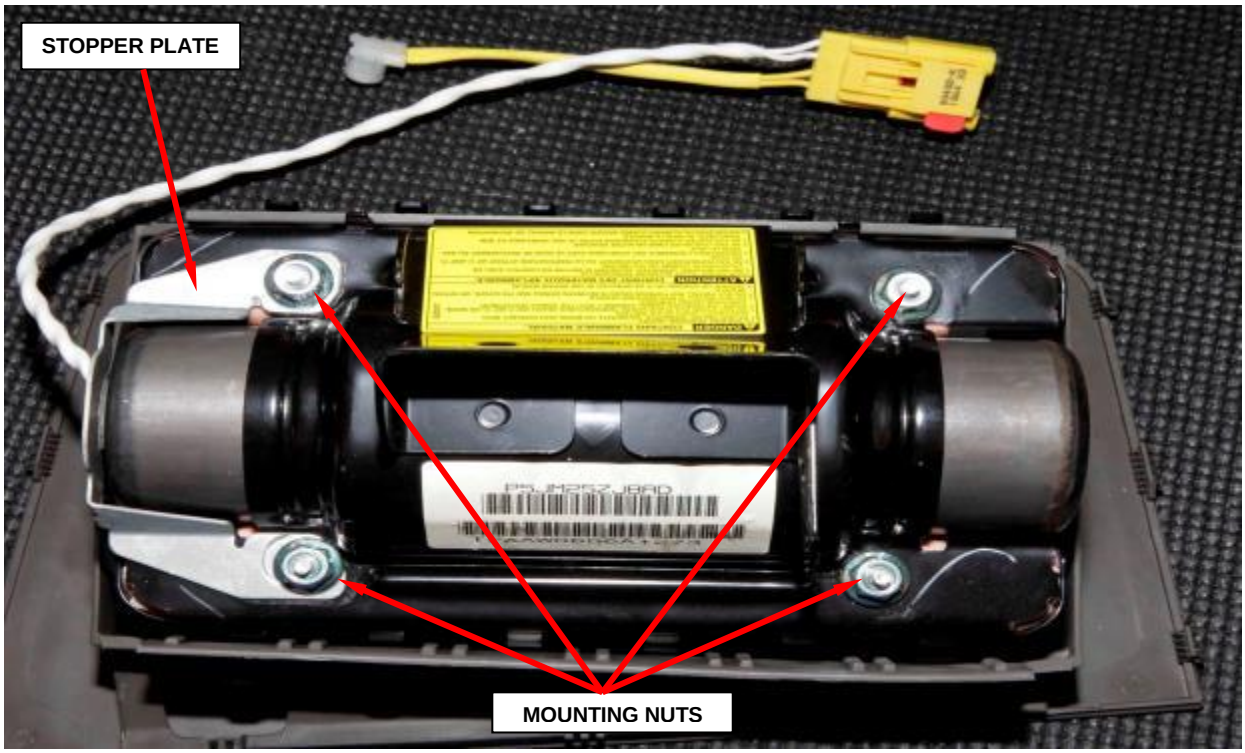

**Figure 65 – Mounting Nuts and Stopper Plate**
e. Remove and discard the four mounting nuts and stopper plate from the passenger airbag module (Figure 65).
h. Install the stopper plate to the airbag module (Figure 65).
i. Install the four new mounting nuts to the airbag module and tighten to 53 in. lbs. (6 N·m) (Figure 65).